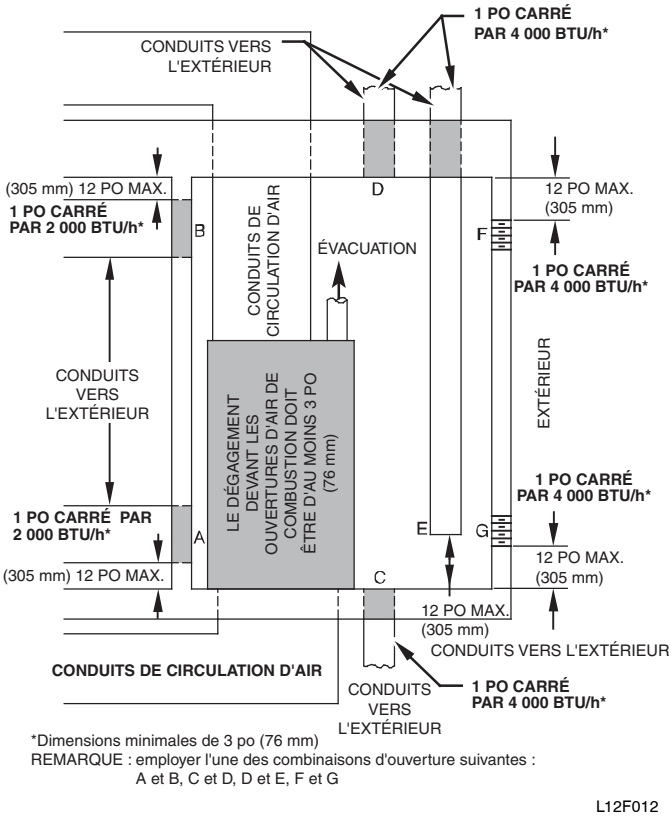

Fig. 6 – Air de combustion, de ventilation et de dilution pour l'extérieur
2. La figure 6 illustre comment installer **DEUX OUVERTURES VERS L'EXTÉRIEUR**, une entrée et une sortie d'air de combustion et de ventilation, donnant sur l'extérieur.
b. Dimensionnez les ouvertures et les conduit conformément à la fig. 6 et au tableau 3.
c. **DEUX CONDUITS HORIZONTAUX** nécessitent 1 pouce carré (645 mm carrés) d'espace libre pour tranche de puissance d'entrée de 2 000 BTUH (1 100 mm^2/kW) pour tous les appareils à gaz situés dans l'espace considéré, conformément à la fig. 6 et au tableau 3.
d. **DEUX OUVERTURES OU CONDUITS VERTICAUX** nécessitent 1 pouce carré (645 mm carrés) d'espace libre par tranche de puissance d'entrée de 4 000 BTUH (550 mm^2/kW) pour tous les appareils à gaz situés dans l'espace considéré, conformément à la fig. 6 et au tableau 3.
a. 1 pouce carré (645 mm carrés) d'espace libre par tranche de puissance combinée de 3 000 BTUH (734 mm^2/kW) pour tous les appareils à gaz situés dans l'espace considéré, conformément à la fig. 6 et au tableau 3.